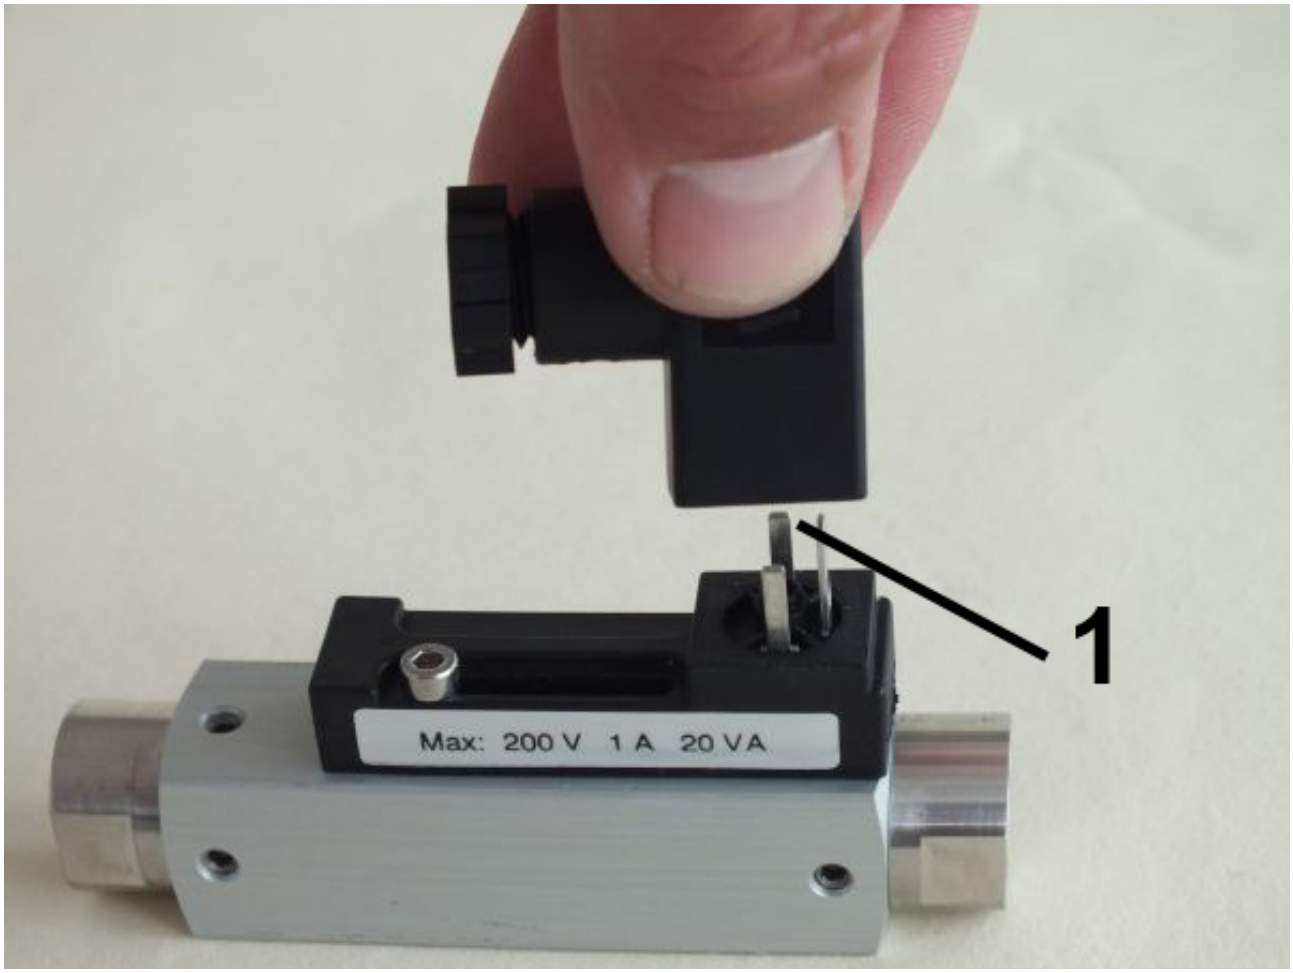

Fig. 54: Loosen female socket
2. Loosen the fixing screw (*Fig. 54*/1) of the female socket with a flat-bladed screwdriver